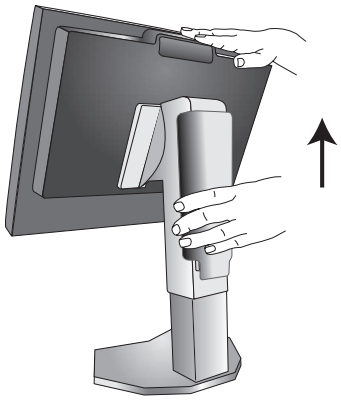

**Рисунок S.1**
3. Поверните монитор на 90° против часовой стрелки для перевода в горизонтальное положение (**Рисунок S.1**).